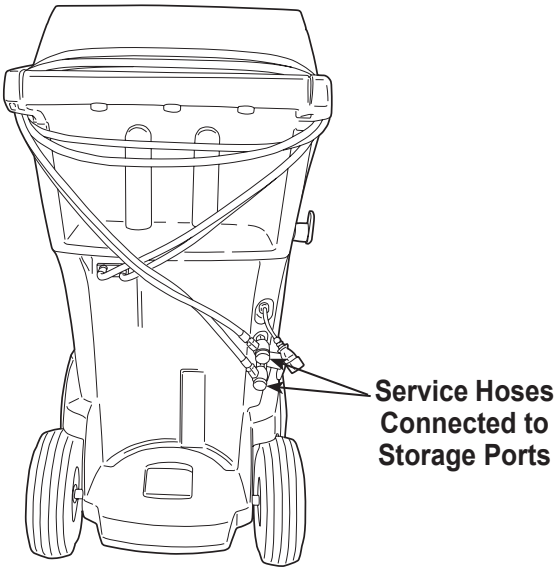

Figure 2
2. When prompted, connect the service hoses from the machine to their storage ports as shown in Figure 2. Select ▶▶ to continue.